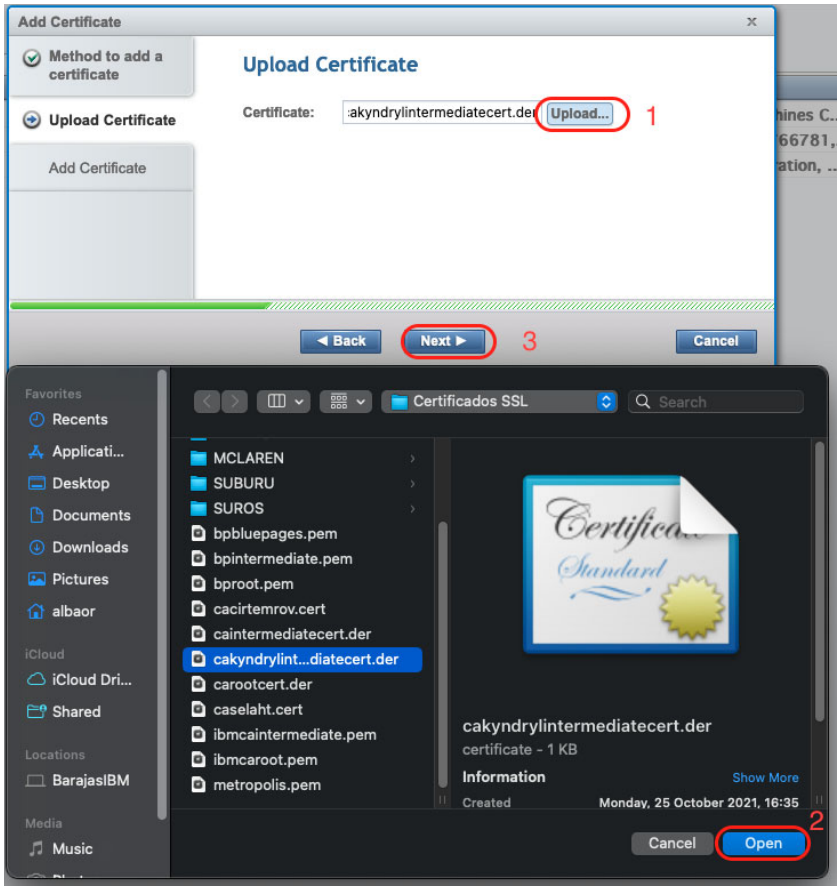

Figure J-6 Selection of SSL certificate file for manual upload
3. Click **Upload** to open a file manager to select the certificate file to be uploaded from your local workstation (the file manager tool that is used depends on your local operating system), as shown in Figure J-6 on page 1034. This file can be a copy of the EKM-PCert or one or more public certificates from the CA chain of trust. Click **Next** when you are ready to upload the certificate file.